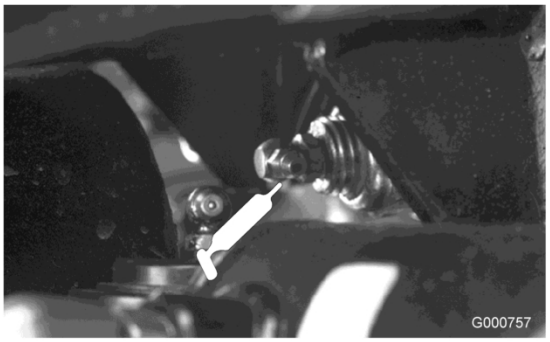

Figuur 35
- Draaipunt van achteras (Figuur 35)